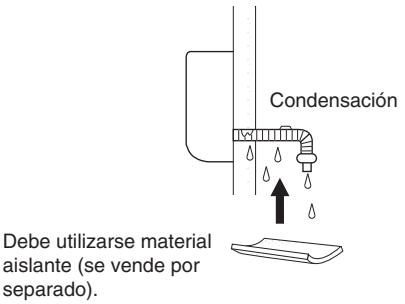

Fig. 3-36
c) Si la manguera de drenaje va a pasar por la habitación, aísle la manguera con material aislante* de modo que la condensación refrigerada no dañe los muebles ni el suelo. (Fig. 3-36)